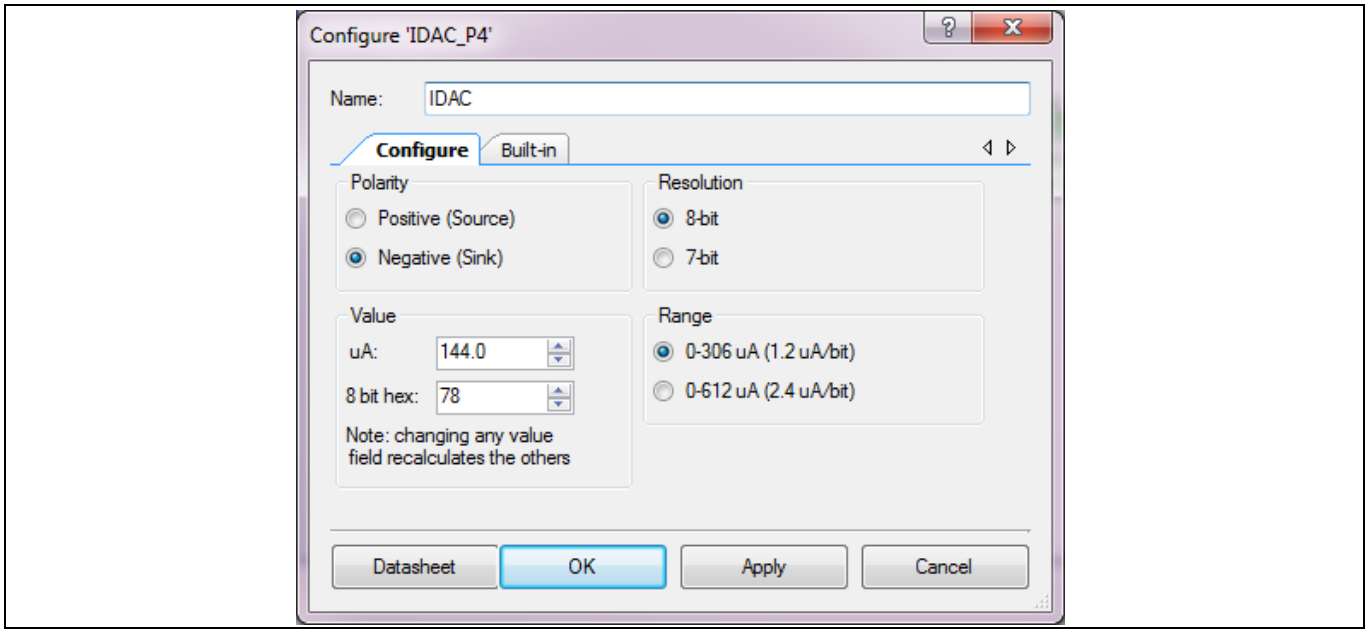
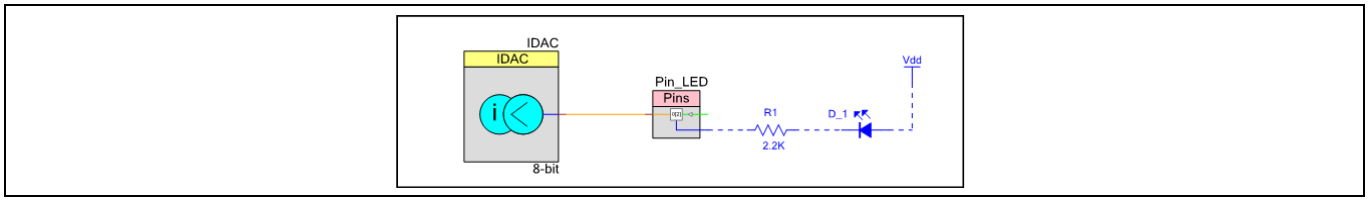

Figure 73　IDAC 設定
Figure 74　PSoC™ Creator のアナログおよびデジタルスイッチング スキームの回路図
4. **Figure 73** に示すように IDAC の **Polarity** を **Negative (Sink)** として設定してください。**Figure 74** に示すように IDAC をアナログ端子に接続してください。